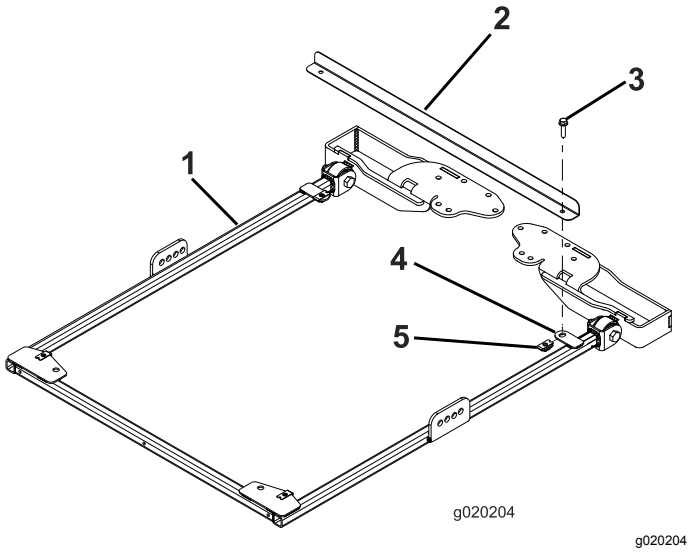

Figure 34
1. Pour aligner correctement le cadre, fixez la barre d'alignement aux pattes de montage à l'arrière du cadre du pare-soleil à l'aide de 2 boulons à embase (5/16" x 1-1/4"), comme montré à la Figure 34.